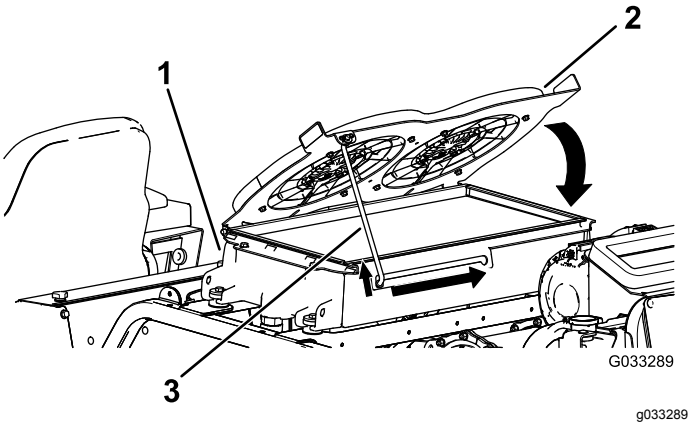

Figur 123
4. Rikta hydraulsystemets kylfläktar nedåt och fäst stöttan i skåran (Figur 123).